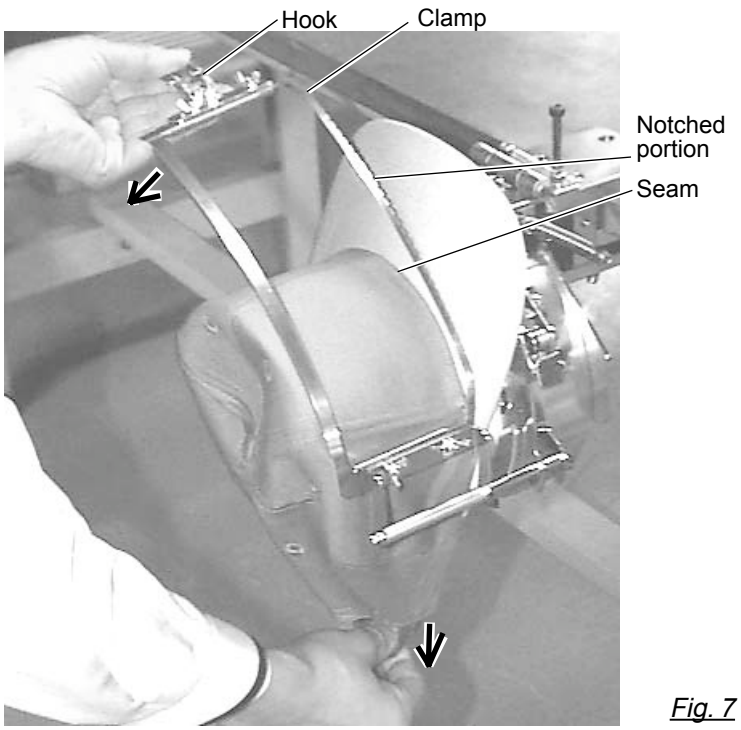

Fig. 7
5. As shown in Fig. 7, pull back part of cap and hook it temporarily on the hook and smooth out wrinkles on cap.